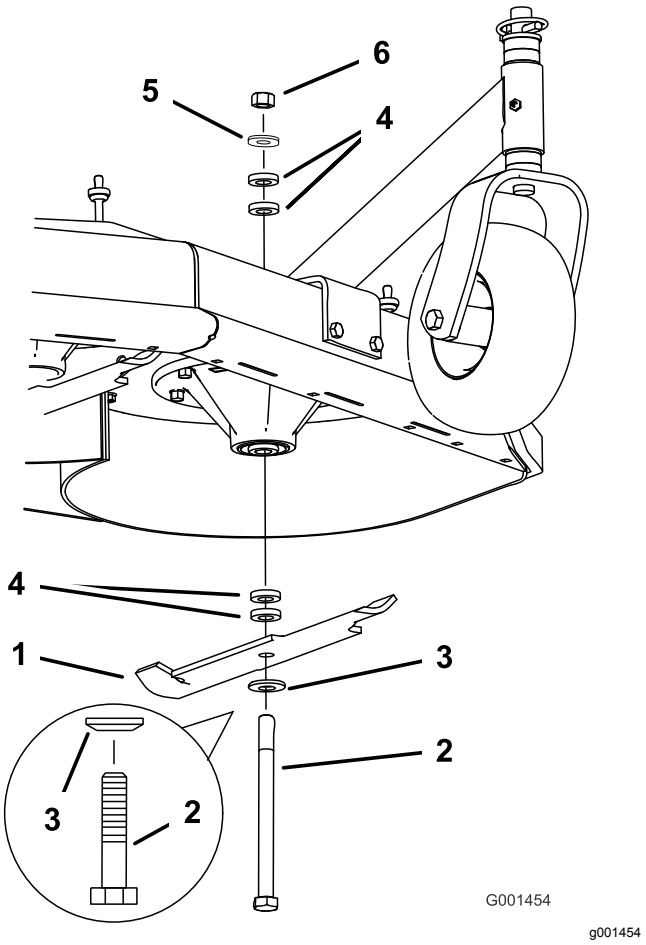

**Figur 57**
2. Avlägsna muttern, knivbulten, den böjda brickan, kniven, distansbrickorna och den tunna brickan från spindeln (Figur 57).
1. Montera bulten, den böjda brickan och kniven. Välj lämpligt antal distansbrickor för klipphöjd och för in bulten i spindeln (Figur 57).
2. Montera den eller de återstående distansbrickorna och säkra dem med en tunn bricka och en mutter (Figur 57).